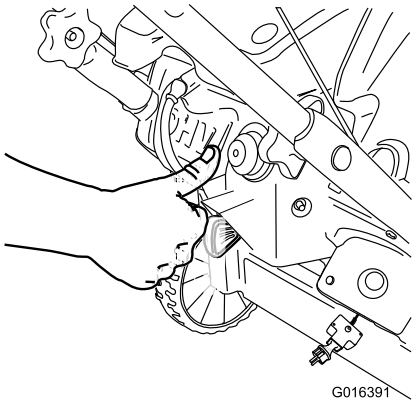

Figur 17
3. Tryk spædepumpen godt ind 2 gange med tommelfingeren, idet du hver gang trykker et sekund, før du slipper (Figur 17).